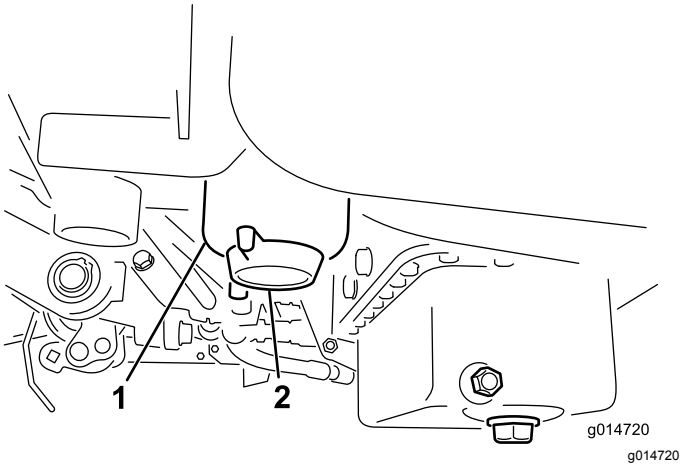

Рисунок 46
2. Очистите область крепления стакана фильтра (Рисунок 46).
4. Откройте сливную пробку фильтра (Рисунок 46).